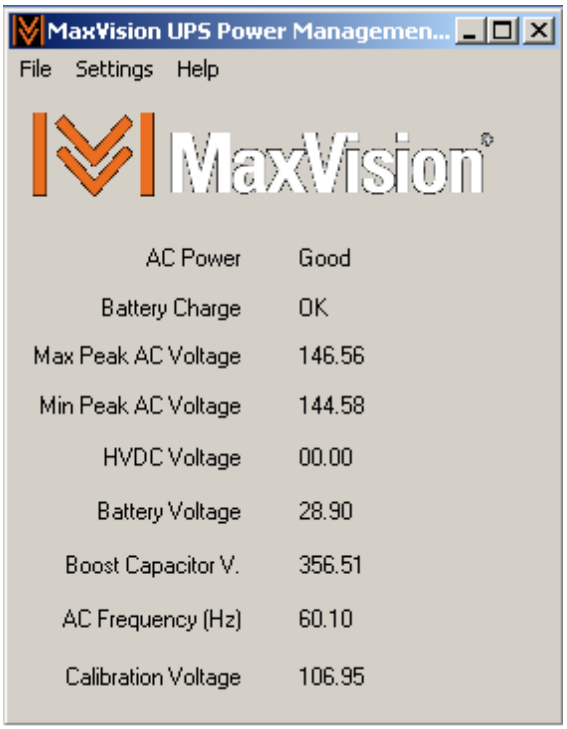

Figure 3-8
2) Double-click on the **MaxUPS** icon to access the **MaxVision UPS Power Management** dialog as illustrated in Figure 3-8.